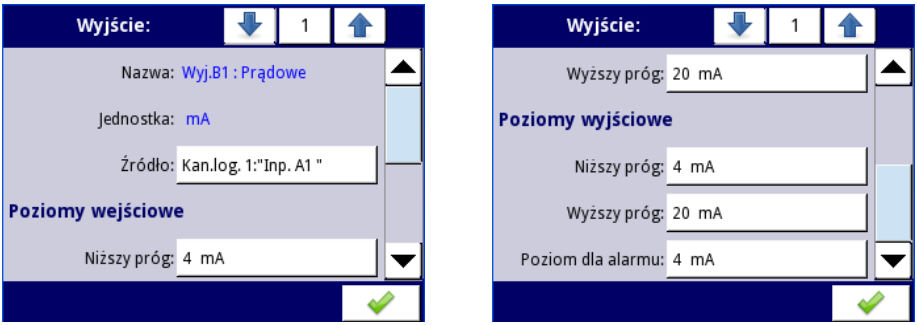

Rys. 7.104. Parametry ***Pasywnych wyjść prądowych***
- **Niższy próg** i **Wyższy próg** – te parametry definiują zakres zmian sygnału wyjściowego, poniżej którego sygnał wyjściowy będzie przyjmował wartość **Niższego progu**, a powyżej, sygnał będzie przyjmował wartość **Wyższego progu**. Zależność poziomów wyjściowych do wejściowych jest liniowa, ograniczona zdefiniowanym zakresem, patrz **Rys. 7.104**.